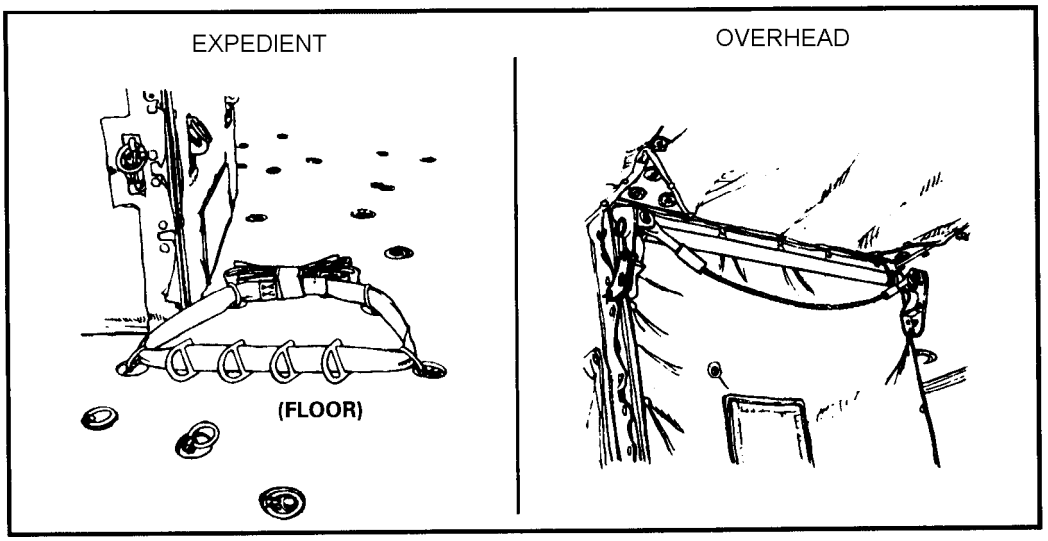

Figure 17-3. UH-1 anchor line system.
b. **Anchor Line Systems.** Two anchor line systems are available with the UH-1H aircraft for airdrop of personnel. They are the *standard overhead system* and the *expedient system* (Figure 17-3). The expedient system (A-7A anchor line cable assembly) consists of a cotton A-7A strap, four D-rings, and four connector snaps (TM 10-1670-240-20/TO 13C7-49-11 authorized the fabrication of the A-7A strap from Type X cotton webbing). Nylon A-7A straps may be used with cotton buffers on the D-rings and connector snaps.